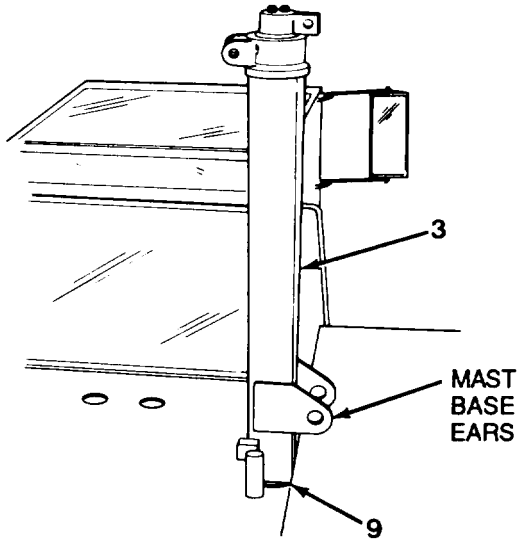

Figure 5-10. *Assembling the Mast*
12. Install mast (3) on carrier as follows:
a. With the aid of another person, raise mast (3) from deck, and lower it over square pivot bearing (9, Figure 5-10), located on right side of frame, behind operator's cab. Position stop on mast (3) towards center line of vehicle between stops. Mast base ears should be over fender. Align ears on top of mast with support ears on frame.